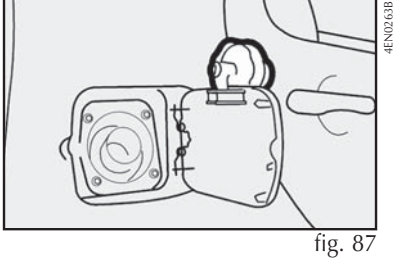

fig. 87
- após a retirada da tampa, encaixe-a no suporte existente na portinhola **fig. 87**.